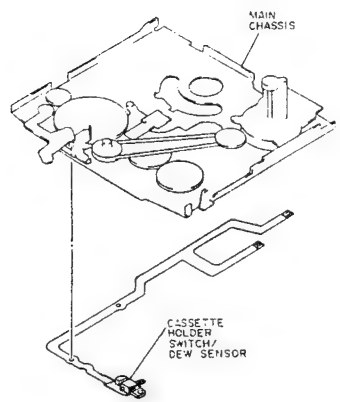

Fig. 2-74
2) Peel out the cassette holder switch/dew sensor from the main chassis. (See Fig. 2-74)